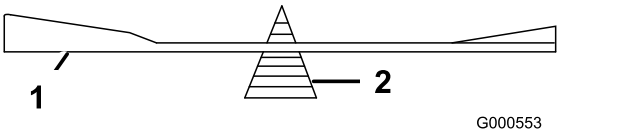

Figure 93
2. Vérifiez l'équilibre de la lame en la plaçant sur un équilibreur (Figure 93).